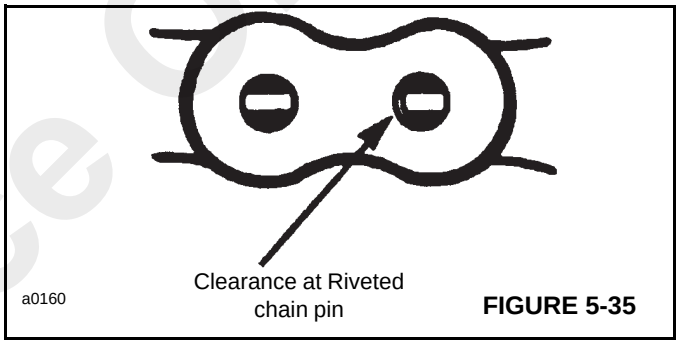

FIGURE 5-35
c. Looseness between the riveted ends of a chain pin and the outer link plates. If a pin is broken, the normal rigid riveting may loosen, leaving a visible clearance around the exposed ends of the pin (Figure 5-35).